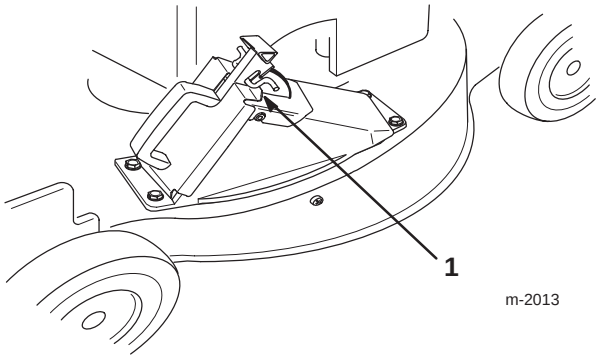

Abbildung 14
5. Die Sperrklinke loslassen und über den Sperrzungen am Stopfen einrasten lassen (Abb. 14).